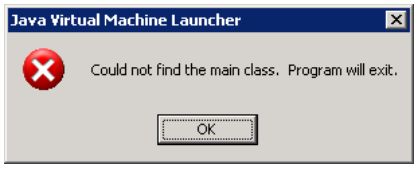

**Figure 75. Java Error Dialog – Could not find the main class.**
- If you get the error dialog shown in Figure 75 ("Could not find the main class."), there may be a problem with the installation of Sun's Java Runtime Environment (JRE) on your computer.